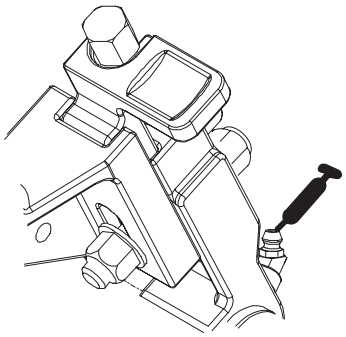

Figure 16
29. Grease each of the groomer shaft bearings (2 or 3 pumps maximum) (Fig. 16). Do not over-grease as excess grease may cause seal failure. Wipe off any excess grease.